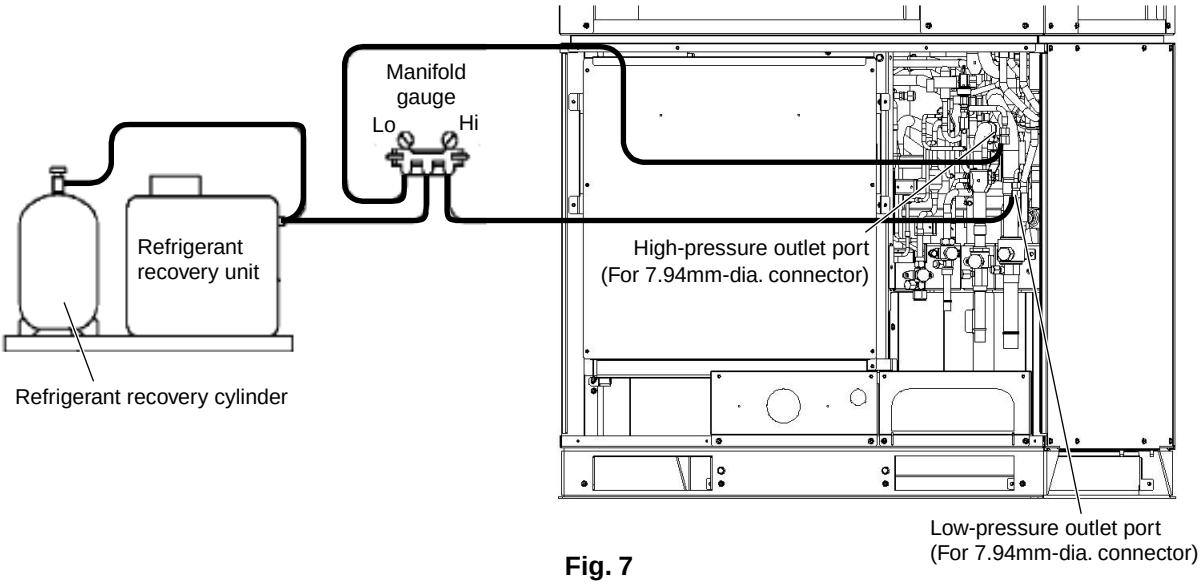

Fig. 7
(1) Turn off the power of the outdoor unit beforehand (at power mains).
(2) Fully close each service valve on the suction tube, discharge tube, liquid tube, and the balance tube of the outdoor unit.
(3) Connect the outdoor unit's high-pressure and low-pressure outlet ports with the Hi and Lo sides of the manifold gauge valves using hoses. (Fig. 7)
(4) Connect the manifold gauge valves, refrigerant recovery unit, and recovery cylinder using hoses. To avoid the entry of air into the refrigerant tubing, carry out this connection work carefully. (Fig. 7)